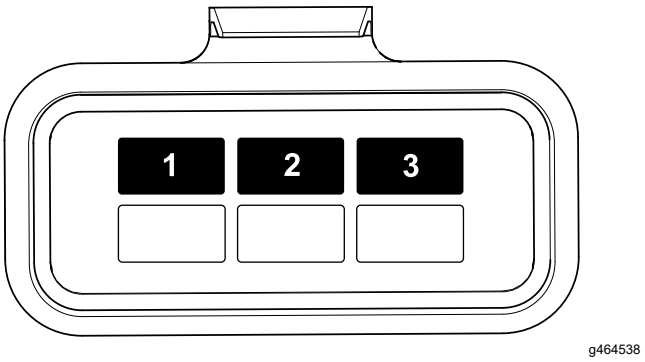

Rysunek 32
3. Sprawdź bezpieczniki w sekcji bezpieczników (Rysunek 32).